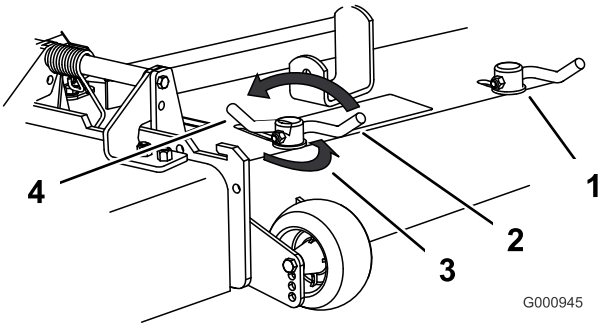

Figur 23
3. Sving spaken opp for å løsne kamlåsen for å justere kamlokkene (Figur 23).
5. Sving spaken tilbake over for å stramme til skjermen og kamlåsene (Figur 23).